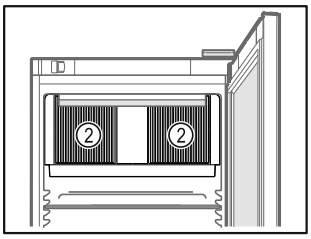

Fig. 63
- ❑ Păstrați libere fantele de ventilație *Fig. 63 (2)* ale suflantei de recirculare a aerului din interior.